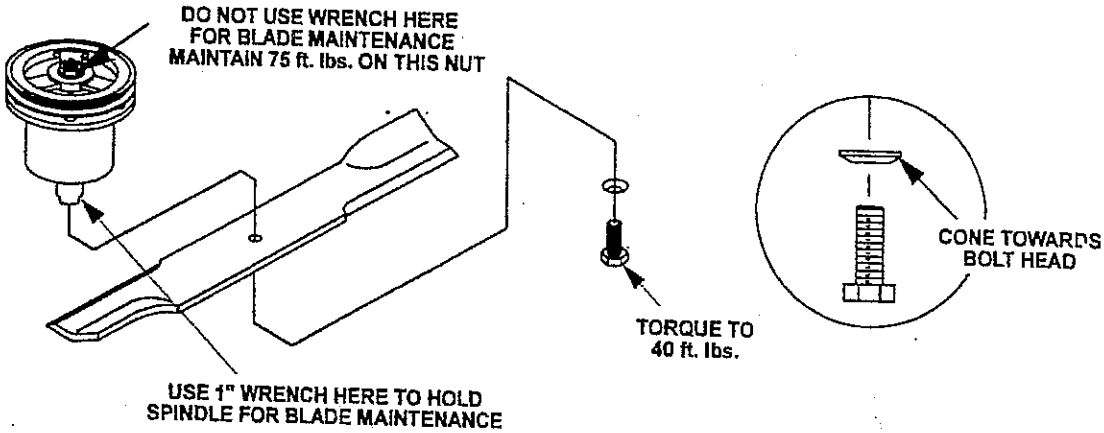

FIG. 4
d) Torque blade bolts to 40 ft.lbs. Be sure the spring disk washer cone is installed toward the bolt head (See Figure 4).